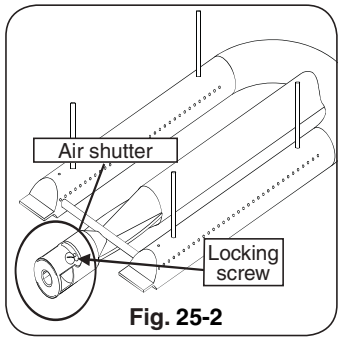

Fig. 25-2
2. Adjust the air shutter opening by loosening the adjustment screw with a screwdriver, then turn the air shutter to open or close it (see Fig. 25-2).